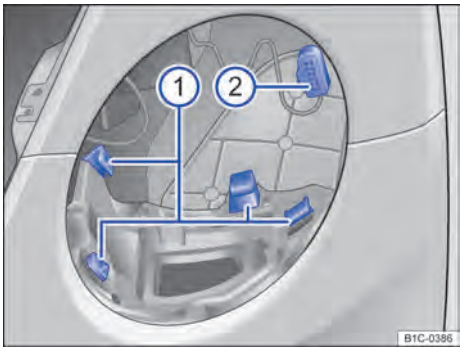
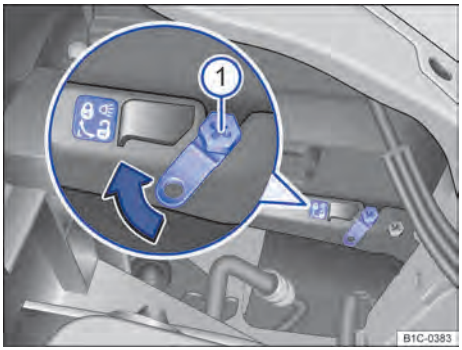

Fig. 186 Guias ① e conector ② para montagem do farol dianteiro esquerdo.
Fig. 187 No compartimento do motor: alavanca de destravamento do farol dianteiro esquerdo.
2.	Colocar o conector ⇒ Fig. 186 ② na carcaça do farol.
3.	Empurrar os quatro pontos de montagem da carcaça do farol nas quatro guias ① na abertura do farol.
4.	Travar a carcaça do farol. Para isso, enfiar a chave de fenda Phillips ⇒ Página 303 na alavanca de destravamento ⇒ Fig. 187 ①.
6.	Atentar para que a marca vermelha da alavanca de destravamento ⇒ Fig. 187 não esteja mais visível. Se, após o travamento, a marca vermelha continuar visível, o farol não está corretamente fixado e as etapas de montagem devem ser repetidas.